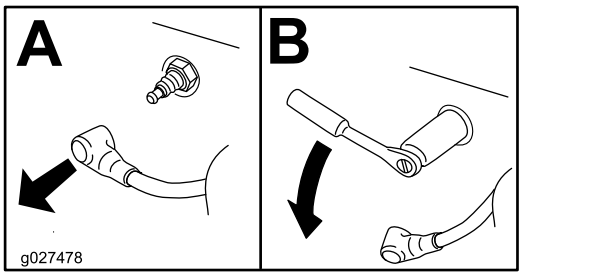

Figuur 28
4. Verwijder de bougie(s) zoals wordt getoond in Figuur 28.